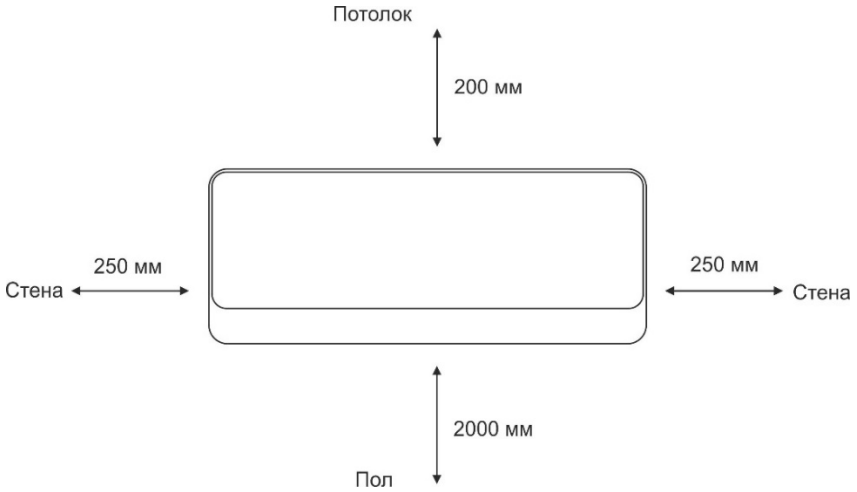

Рис. 1 Минимальное расстояние до посторонних предметов
1. Определите место установки прибора с соблюдением минимальных расстояний до посторонних предметов, потолка и пола. (**Рис.1**).